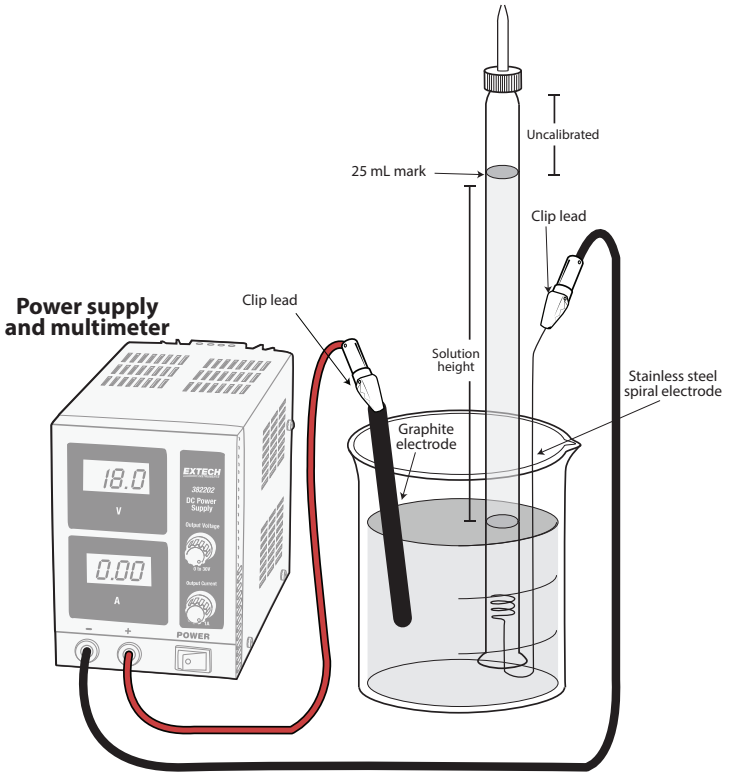

Figure 2. Electrolysis Apparatus
2. You will set up the electrolysis assembly to electrolyze water and collect hydrogen gas in your buret. Oxygen gas is generated at the graphite electrode and allowed to escape into the atmosphere. Figure 2 shows selected parts of the assembled apparatus as it should appear at the instant the electrolysis begins.
c. Connect the (–) terminal from the multimeter to the spiral electrode. Connect the (+) terminal from the multimeter to the graphite electrode. Be sure you are collecting the hydrogen gas at the spiral electrode! Do NOT put the graphite electrode into the solution in the beaker just yet. Refer to Figure 2.
b. Put the attached graphite electrode into the beaker as shown in Figure 2. Now adjust the current knob to get a reading of about 0.2 Amps.